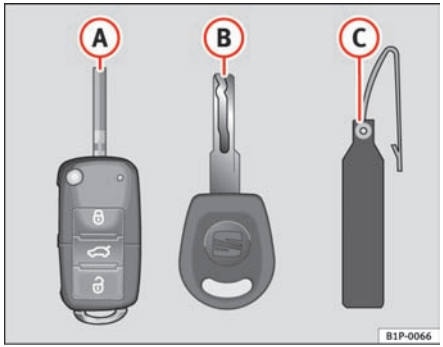

Fig. 62 Set of keys
- one remote control key ⇒ fig. 62 (A) with folding key bit,
- one key without remote control (B),
- one key tab (C) with the key number.
Spare keys cannot be issued without the key number on the key tab ⇒ fig. 62 (B). Therefore:
– Use both keys that have been delivered with the vehicle ⇒ page 99, fig. 62, the key fitted with the remote control (A) and the normal key (B).